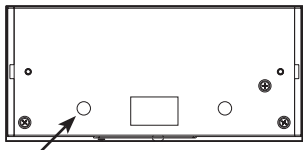

Fig: 2
B) **Alternate Knockouts** for 24" or 32" only *(Fig. 2 and 3)*. **Alternate Knockouts** are located along back and top of **Housing**. Remove **Wiring Compartment Cover**.